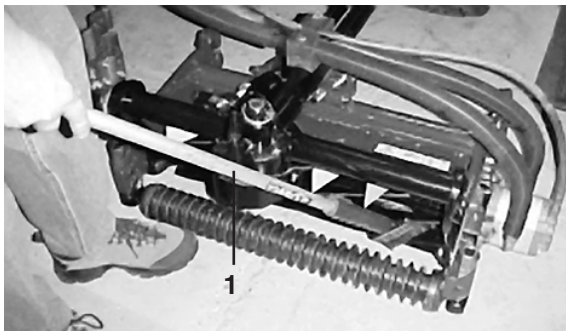

Afbeelding 18
8. Breng het wetmiddel aan met de lange borstel (Toro Onderdeelnr. 29-9100). Gebruik nooit een korte borstel (Afb. 18).